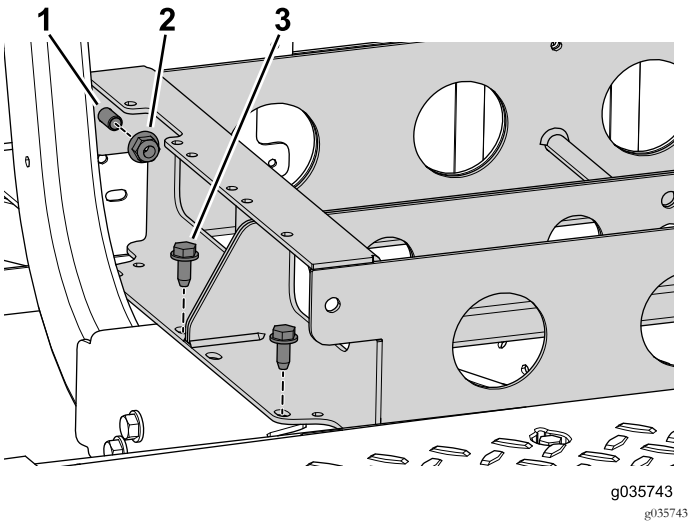

Figuur 82
1. Gebruik de 2 flensmoeren en bouten om de voorste en achterste accubak te verbinden (Figuur 82).
2. Gebruik de 4 bouten (3/8 x 1 inch) om de voorste accubak te bevestigen aan de machine (Figuur 82).